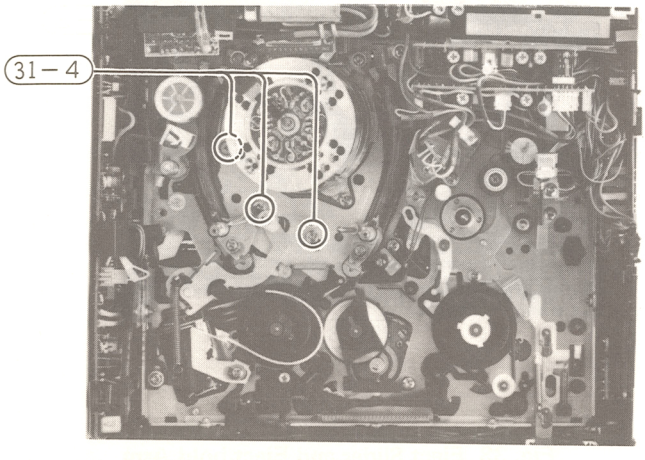

**Fig. 35 Supply and Take-up Loading Arms**
**31. Supply and take-up loading arms (Fig. 35)**